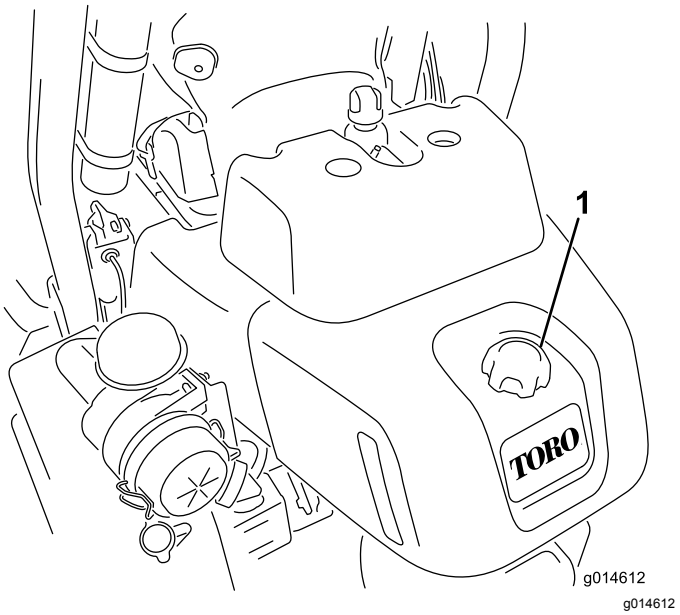

Rysunek 26
1. Oczyść okolice korka zbiornika paliwa (Rysunek 26).